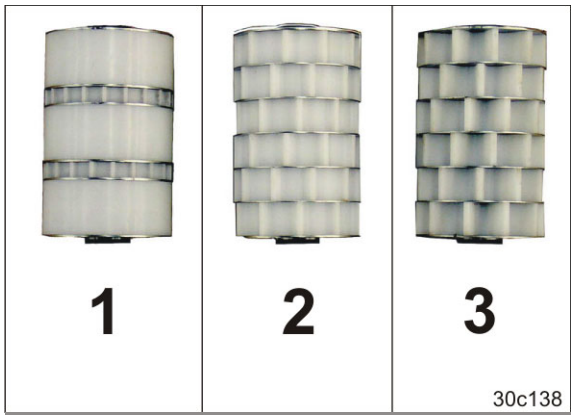

Fig. 88
- Fin doseringsvalse (Fig. 88/1) til små frø/korn.
- Medium doseringsvalse (ekstraudstyr, Fig. 88/2) til mellemstore frø/korn med middelstore mængder såsæd
- Grov doseringsvalse (Fig. 88/3) til store korn/frø og store mængder såsæd